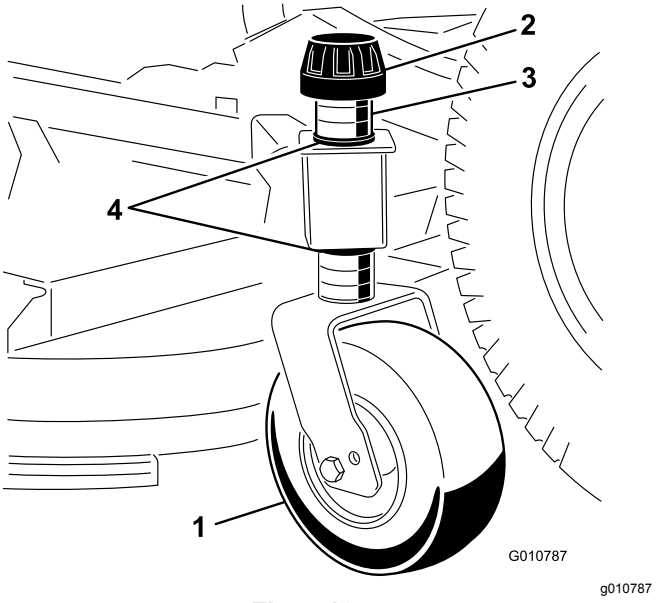

Figur 10
1. Ta bort det spännlock som håller fast klipphöjdshjulet på klippenhetens fästen (Figur 10).